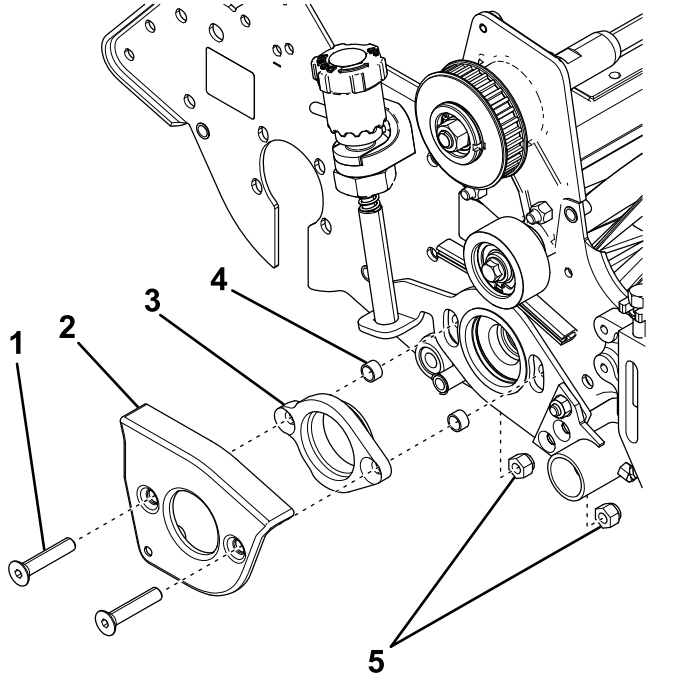

**Figur 11**
1. Placera de två skruvarna med platt huvud genom trimsatsarmens kåpa och lageradaptern, och sätt de nya distansbrickorna på ändarna (Figur 11).
2. För in skruvarna med platt huvud genom sidoplåten och fäst dem med två låsmuttrar (Figur 11).